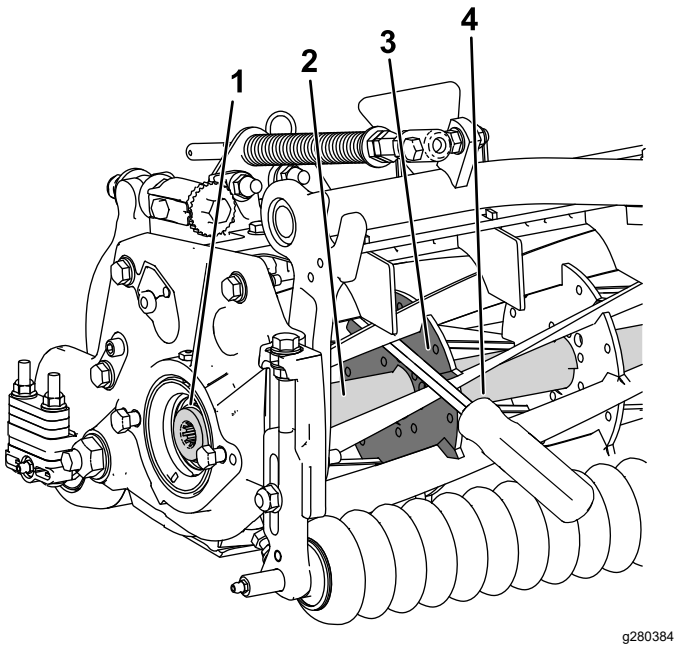

Figura 29
1. Insira um espigão de cabo longo (recomendado ⅜ x 12 pol. com pega de chave de parafusos) através da frente do cilindro de corte, o mais próximo do lado da unidade de corte que irá apertar (Figura 29).
2. Coloque o pé de cabra contra o lado soldado do reforço interno do cilindro de corte (Figura 29).